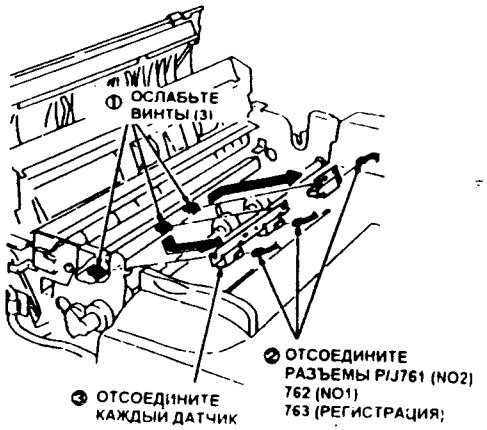

Рис. 4 DUP4-081
6. (Рис. 4): Снимите датчик регистрации и датчики формата 1 и 2.